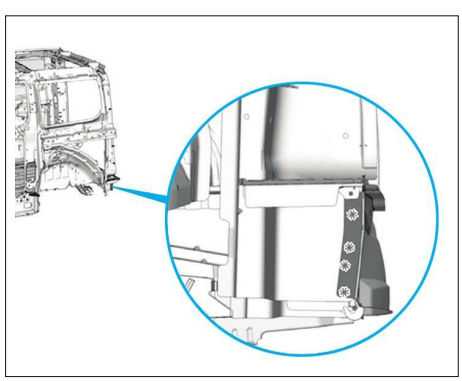

**FIG. 83**
• Déposer la partie restante du panneau de côté d'habitacle tôlé assemblé **(Fig.83)**.